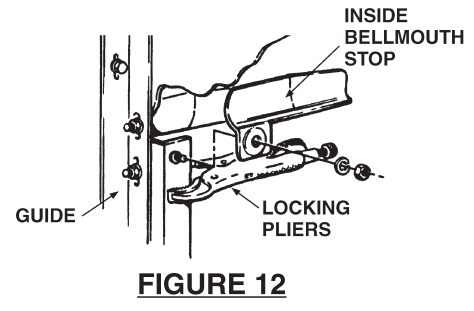

FIGURE 12
- Place locking pliers on LH & RH guides as shown at 2 to 3 inches below the top of the guides. See Figure 12.
- If the guides are not flared, install curtain bellmouth stops on guides. A stud is attached to the guides to hold the bellmouth. Be certain the back of the bellmouth is flush against headplate. See Figure 12.